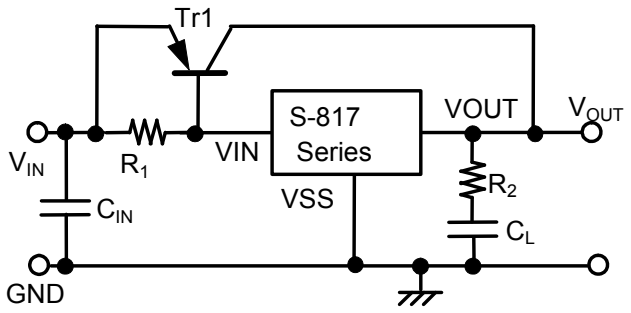

Figure 15
As shown in **Figure 15**, the output current can be boosted by externally attaching a PNP transistor. The base current of the PNP transistor is controlled so that output voltage (V_{OUT}) goes the voltage specified in the S-817 Series when base-emitter voltage (V_{BE}) necessary to turn on the PNP transistor is obtained between input voltage (V_{IN}) and the S-817 Series power source pin (VIN).
- To improve transient response characteristics of the output current boosting circuit shown in **Figure 15**, check that no problem occurs due to output fluctuation at power-on or due to power or load fluctuation under normal operating conditions.
The following graphs show the examples of input-output voltage characteristics (Ta=25°C, typ.) in the output current boosting circuit as seen in **Figure 15**: